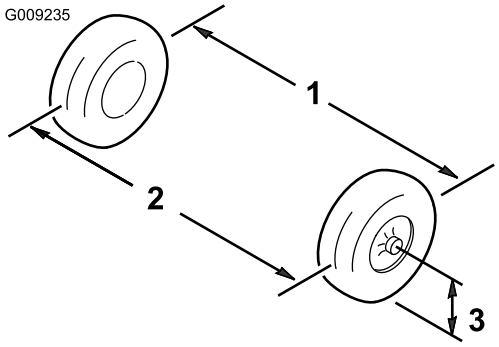

Figur 43
6. Mål avstanden mellom begge forhjulene ved akselhøyde, både foran og bak på forhjulene (Figur 43).